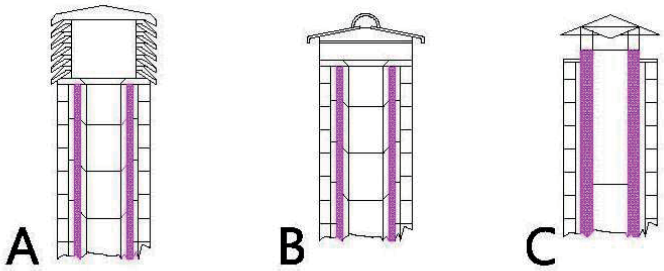

ABBILDUNG 7
Der Schornsteinkopf ist ein wichtiges Element für die gute Funktionsweise des Heizgerätes: wir empfehlen einen Windschutz-Schornstein (A) siehe Abbildung 7.
3. Externer Schornstein, ausschließlich mit isolierten Edelstahlrohren realisiert, das heißt mit doppelter Wand min. Ø100mm: alles gut an der Wand verankert. Mit Windschutz-Schornsteinkopf. Siehe Abb.7 Typ A.